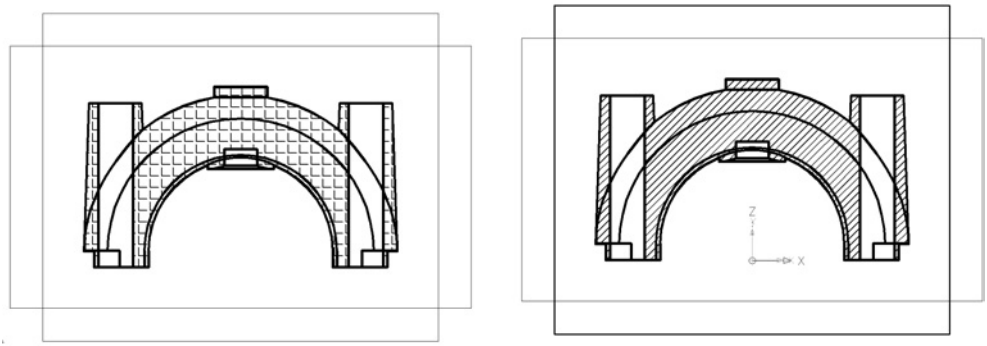

Рис. 10.6. Редактирование штриховки во фронтальном разрезе
Линии штриховки помещены в слой с обозначением **HAT**. Штриховка на разрезе по умолчанию выполнена с применением шаблона **Angle** (Уголки) (рис. 10.6).
5. Нажатием кнопки **OK** завершают диалог (см. рис. 10.6).